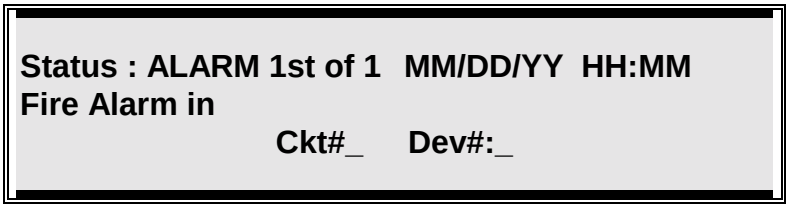

Figure O-2
2. The alphanumeric display will show the identification of the *Alarm* along with date and time. (Refer to Figure O-2) Alarm information is logged into the History Buffer to provide a time stamped record of the event's occurrence. In the event of multiple alarms, the alphanumeric display can be scrolled (using the up/down arrow keys) to show all active initiating devices.